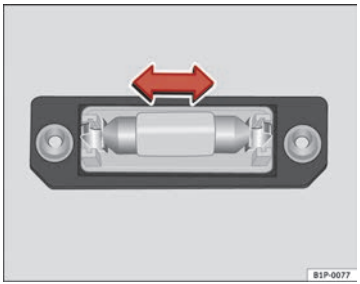

Fig. 241 Number plate light ▶
– Remove the bulb, moving it in the direction of the arrow and outwards ⇒ Fig. 241.